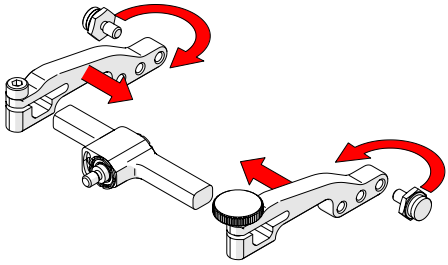

Fig. 158 - Attach arms and move buttons
4. Place the pivot buttons on the inside of the probe holder arms *(Fig. 158)* using a 3/8 in wrench *(Fig. 38)*. Slide the arms onto the yoke and tighten the probe holder arm adjustment knob and the arm clamp screw.